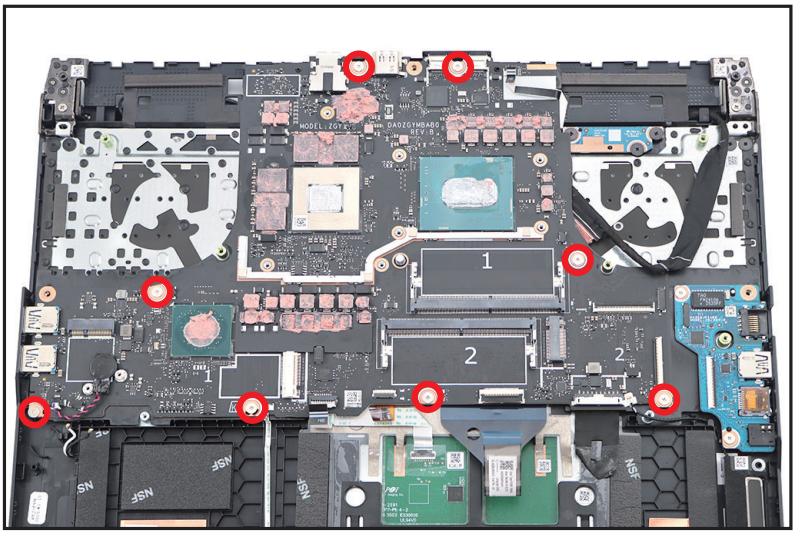

Figure 1-43. Mainboard Removal
12. Remove eight (8) screws securing the mainboard (Figure 1-43).